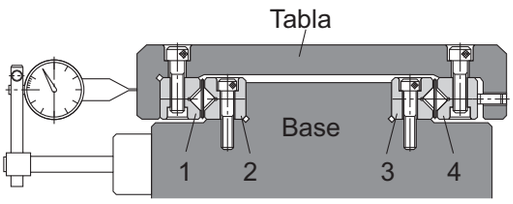

Fig.1 Instalación de guía de rodillos cruzados
(3) Ubique la base y las tablas tal como se muestran en la Fig.1, y luego inserte la jaula de rodillos desde el extremo. Si la jaula no encaja debido a que no hay holgura, primero deslice el raíl 4 hacia el tornillo de ajuste, y luego inserte la jaula nuevamente.
(4) Coloque el comparador de cuadrante tal como se muestra en la Fig.1. Luego, ajuste ligeramente todos los tornillos de ajuste hasta eliminar casi por completo la holgura mientras presiona suavemente la tabla lateralmente.
(5) Instale el tope en el extremo del raíl.
(6) Deslice la tabla y ajuste la posición de la jaula para lograr la carrera requerida.